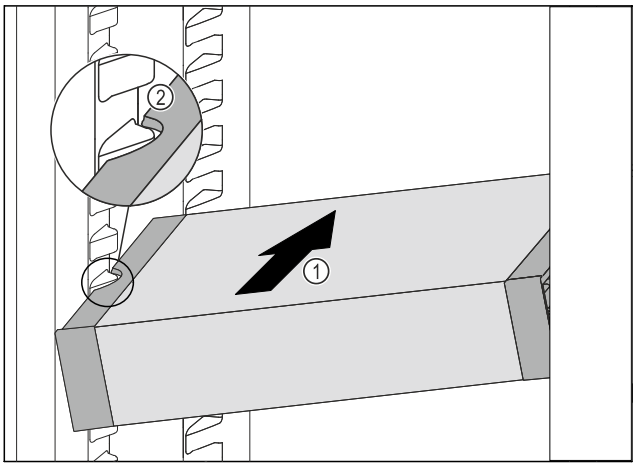

Fig. 116
▶ VarioSafe schräg in das Kühlteil einschieben *Fig. 116 (1)*, bis sich die seitlichen Aussparungen *Fig. 116 (2)* des VarioSafes auf Höhe der Behälterrippe im Kühlteil befinden.